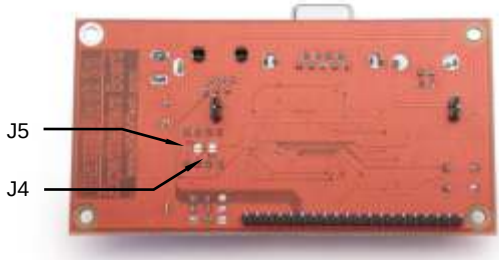

Figure 3 - EEPROM solder jumpers
*EEPROMs larger than 512 Kbits require that J5 (found directly under the EEPROM Socket on the bottom side of the PCB, see Figure 3) be shorted with some solder. This modification allows large EEPROMS to be addressed correctly. 1 Megabit = 1024 Bits = 128 KBytes
NOTE: To render an EEPROM in the expansion socket (U7) Read Only, short J4 solder jumper (located on the back side of the PCB directly under the Expansion Socket, see Figure 3). This connects the EEPROMs' WP pin to Vdd. This will prevent the Interpeter from writing to the EEPROM.